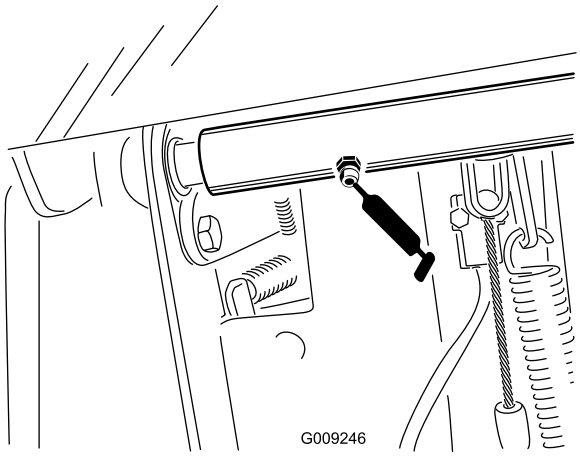

Bild 34
- Zwei Bremspedal-Drehzapfen der Wellenlager (Bild 34)